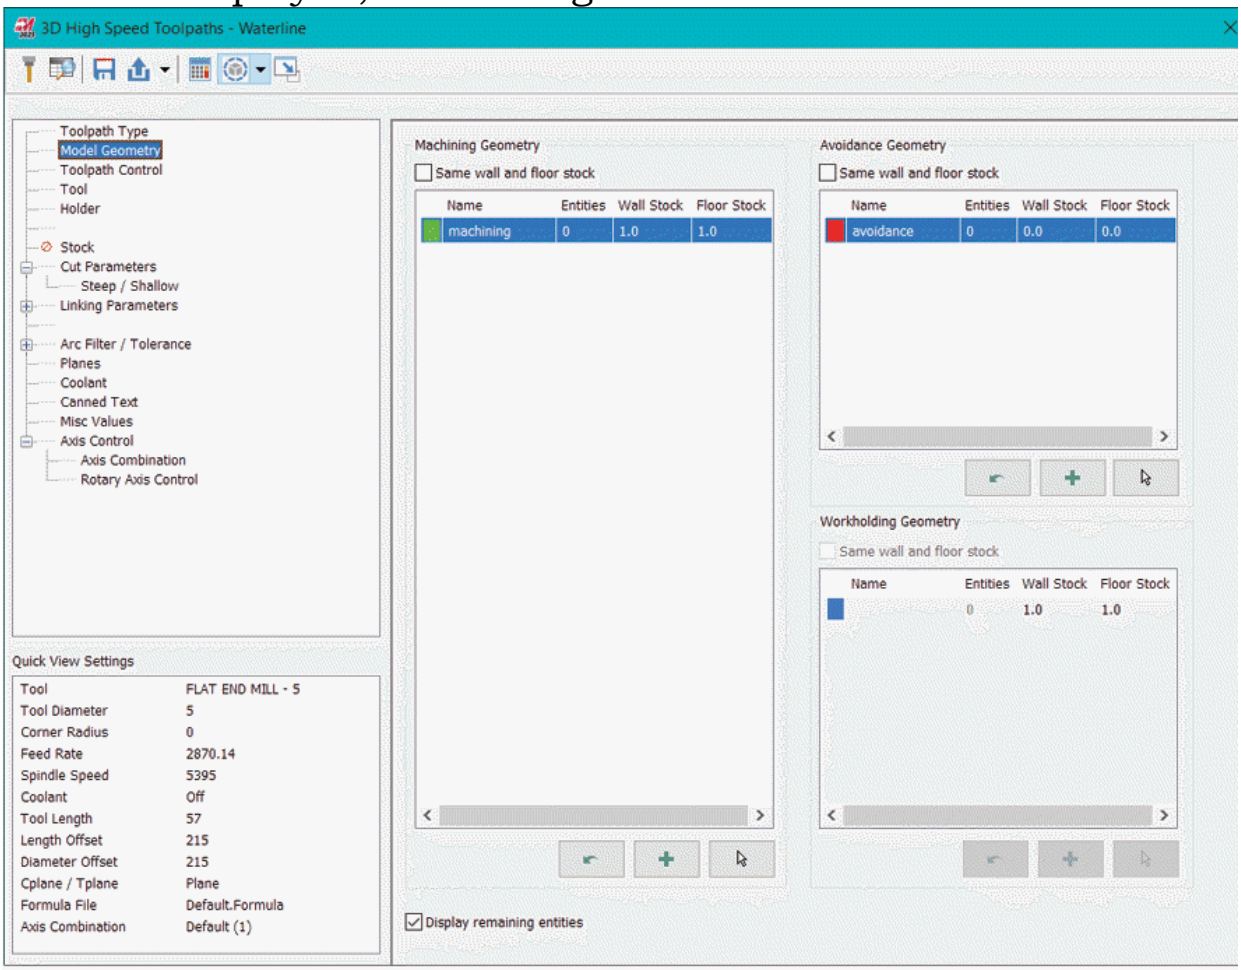

Figure-39. 3D High Speed Toolpaths-Waterline dialog box
- After performing roughing operations, click on the **Waterline** tool from the expanded **3D** group of **Toolpaths** tab in the **Ribbon**. The **3D High Speed Toolpaths-Waterline** dialog box will be displayed; refer to Figure-39.